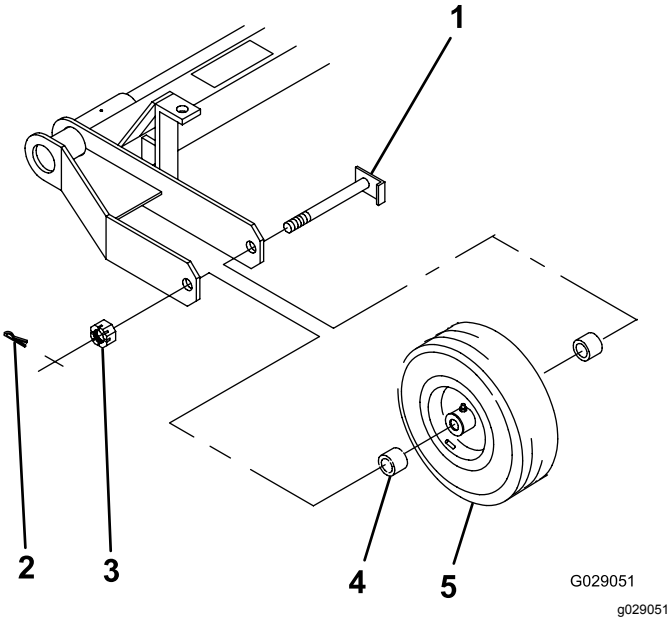

**Figur 2**
1. Rett inn hjulenheten og to avstandsstykker (ett på hver side av hjulnavet) mellom rammen, som vist i Figur 2.
2. Før akselen gjennom rammen, avstandsstykkene og hjulet (Figur 2).